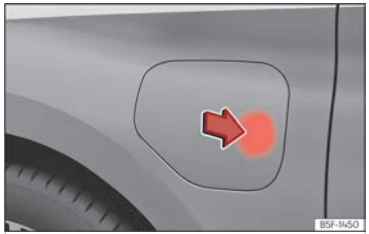

Fig. 57 Apertura de la tapa de la toma de carga.
- Con el vehículo desbloqueado, al presionar sobre la zona indicada de la tapa de carga de la batería esta se abre ››› fig. 57.
- Enchufe el conector de carga recto en la toma de carga ②. Compruebe que el conector de carga esté completamente enchufado.